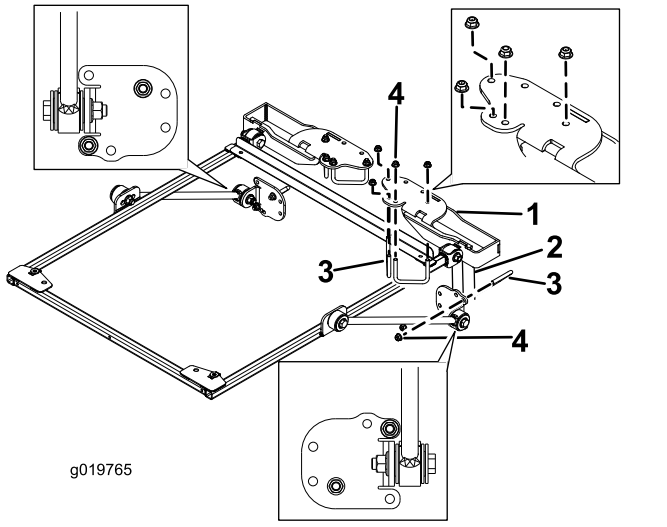

Figure 15
9. Placez les supports de montage du système ROPS en haut de l'arceau de sécurité du groupe de déplacement (Figure 15).
10. Utilisez les trous indiqués à la Figure 15 pour fixer chaque support au sommet de l'arceau de sécurité à l'aide de 2 étriers filetés (2-3/4") et de 4 écrous à embase.
11. Utilisez les trous indiqués à la Figure 15, pour fixer légèrement chacun des supports de raidisseur aux montants de l'arceau de sécurité à l'aide d'un étrier fileté (2-3/4") et de 2 écrous à embase.